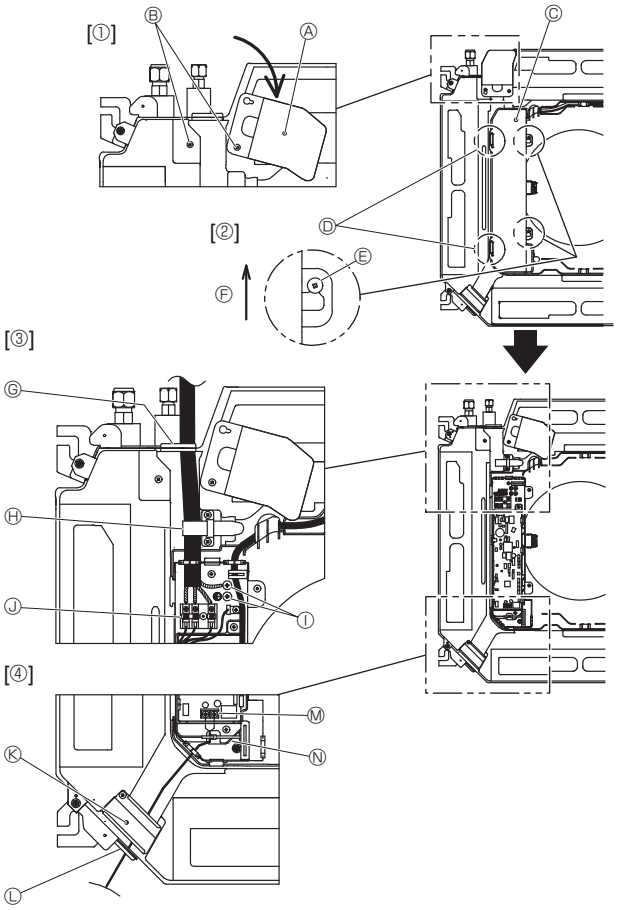
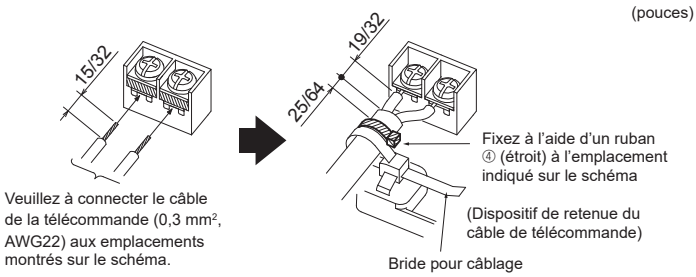

Fig. 6-1
Fig. 6-3
6.1. Appareil intérieur (Fig. 6-1)
1. Desserrez les deux vis de fixation du panneau de service du câblage électrique et faites tourner le panneau. [Fig. 6-1 ①]
2. Desserrez les deux vis de fixation du couvercle du boîtier électrique et faites glisser le couvercle. [Fig. 6-1 ②]
3. Faites passer le câble d'alimentation, le câble de raccordement des appareils intérieur/extérieur et le câble de mise à la terre par les entrées de fils indiquées sur le diagramme. [Fig. 6-1 ③]
4. Faites passer le câble de télécommande via les entrées de fils indiquées sur le diagramme et raccordez-le . [Fig. 6-1 ④, Fig. 6-3]